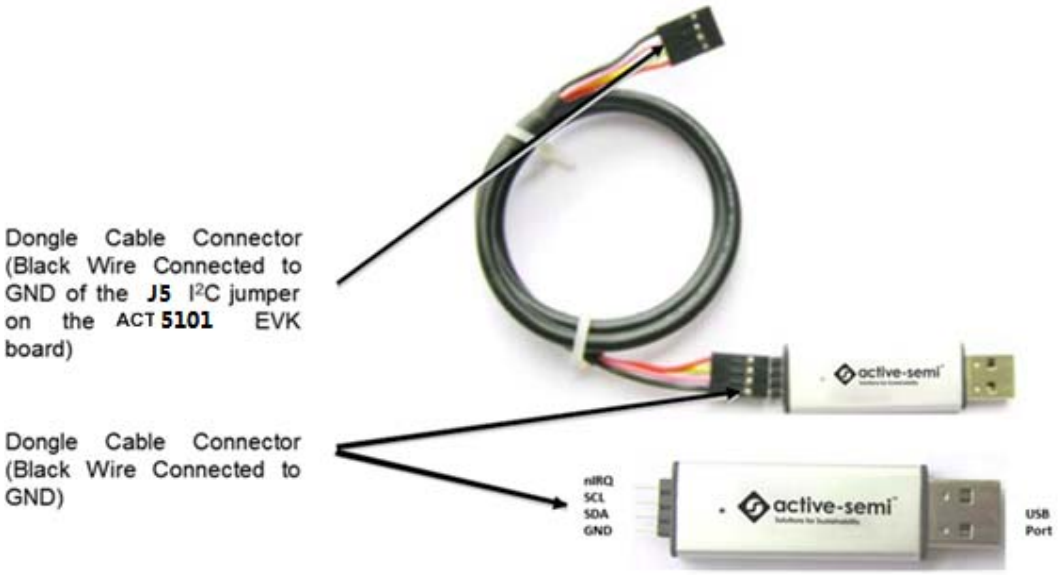

**Figure 3 – USB-TO-I2C Dongle Connection**
3. Connect the USB-TO-I2C dongle to the EVK J5 connector. Refer to Figure 3 to ensure the correct polarity of the connection. As a guide, use the “Active-Semi” logo on the top of the dongle so the black wire is connected to the Dongle GND pin.